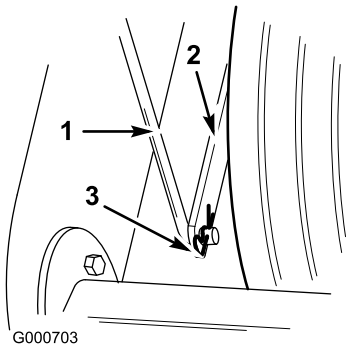

Bild 6
7. Befestigen Sie das untere Ende der Höheneinstellstange mit einem Splint an der Halterung der Vorderradstütze (Bild 6).